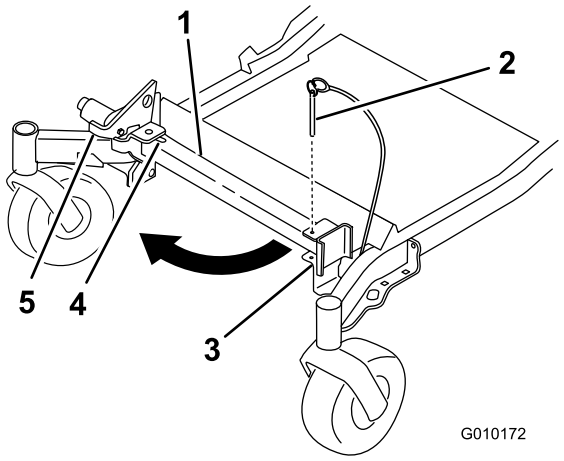
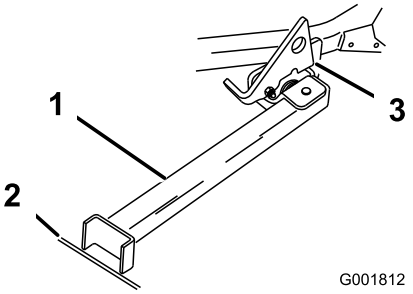

Figur 39
Figur 40
2. Ta bort fästpinnen (Figur 39).
3. Höj spärrhaken. För stativets fot utåt och skjut stativet mot maskinen, in i spårets botten (Figur 39 och Figur 40).
4. Sätt stativets fot på marken och låt spärrhaken vila på den vridbara fliken (Figur 40).
Obs: För bästa resultat ska du sätta stativfoten i fåror på underlaget eller sticka ned den i gräsmattan (Figur 40).
6. Kör upp på stativet. Stanna när spärrhaken faller ned över fliken i det låsta läget (Figur 40). När maskinen står på stativet lägger du i parkeringsbromsen och stänger av motorn.
5. Återställ stativet till viloläget (Figur 39).